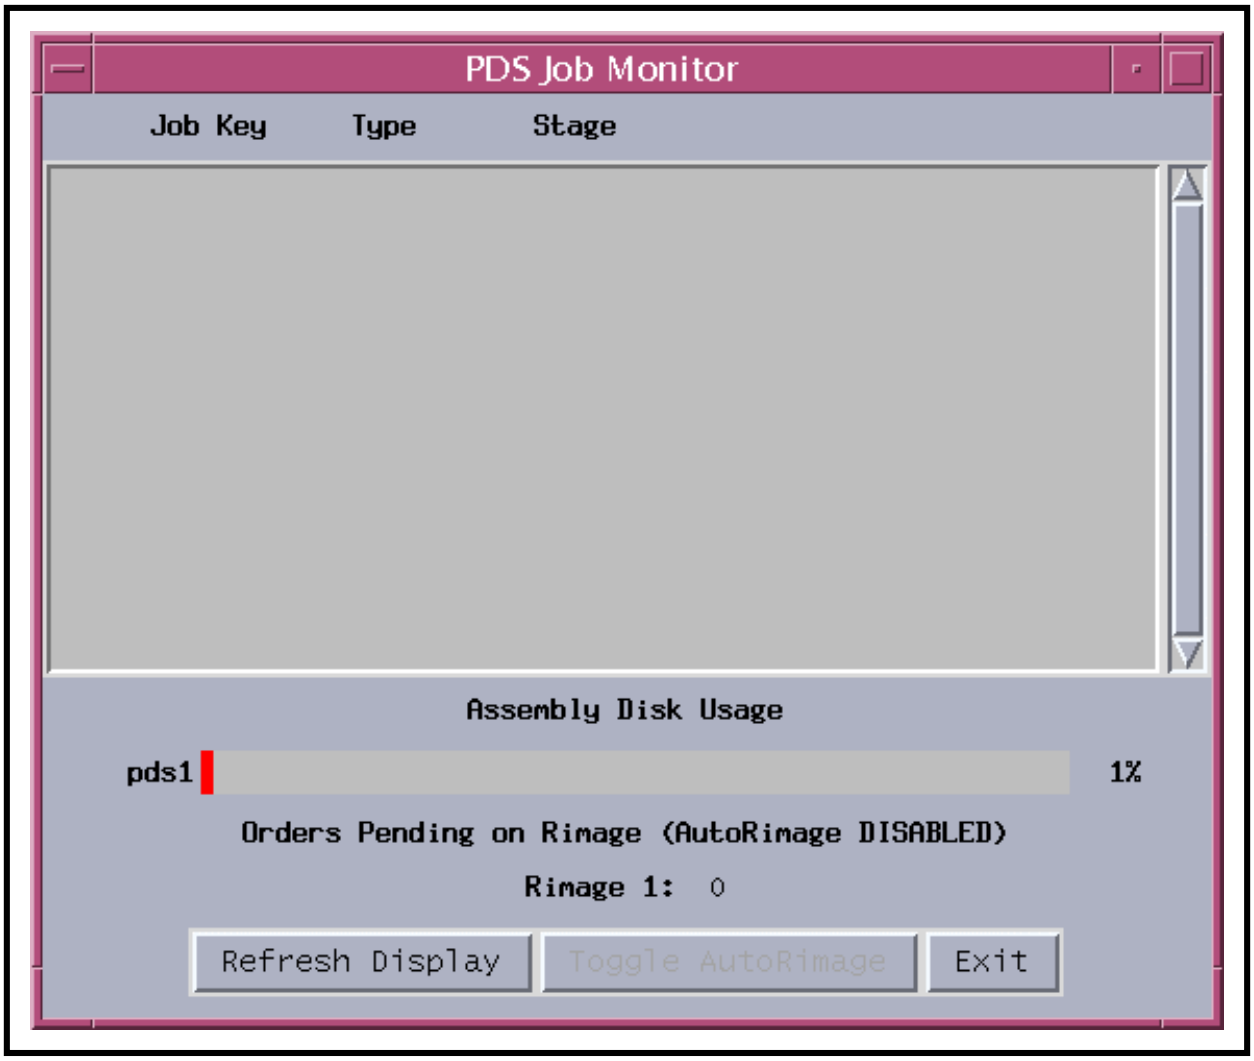

Figure 79. Job Monitor Main Window
- The **Job Monitor Main Window** (Figure 79) is displayed.